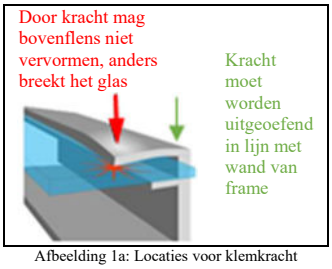

Afbeelding 1a: Locaties voor klemkracht
1) **Drukklemmen of clips**: Monteer de module met de clips aan de langere zijden van de module, Zie de toegestane bereiken in paragraaf 5,0 (bijlage), Installateurs moeten ervoor zorgen dat de klemmen voldoende sterk zijn voor de maximale ontwerpdruk van de module, Clips en klemmen worden niet door Maxeon Solar Technologies geleverd, Klemmen die aan de bovenkant van het frame vastzitten, mogen de bovenflens niet vervormen, Klemmen moeten kracht collineair op de 'wand' van het moduleframe uitoefenen en niet alleen op de bovenflens, De klemmen mogen geen overmatige kracht uitoefenen op het frame, de bovenflens vervormen of in contact komen met het glas, Anders vervalt de garantie op de module en bestaat het risico op frame- en glasbreuk, Afbeelding 1a laat de locaties voor de klemkracht van het bovenste frame zien, Vermijd vastklemmen binnen 50 mm van de hoeken van de modules om het risico op doorbuiging van de frames en glasbreuk te verminderen, Bij het vastklemmen van de module op het frame mag het koppel nooit meer dan 15 Nm bedragen om de kans op vervorming van het frame te verkleinen, Er moet een gekalibreerde momentsleutel worden gebruikt, Montagesystemen moeten worden beoordeeld op compatibiliteit voordat deze worden geïnstalleerd, met name wanneer voor het systeem geen klemmen of clips worden gebruikt, Neem contact op met Maxeon Solar Technologies voor de goedkeuring van het gebruik van niet-standaard drukklemmen of clips waarvan de koppelwaarden hoger zijn dan vermeld,